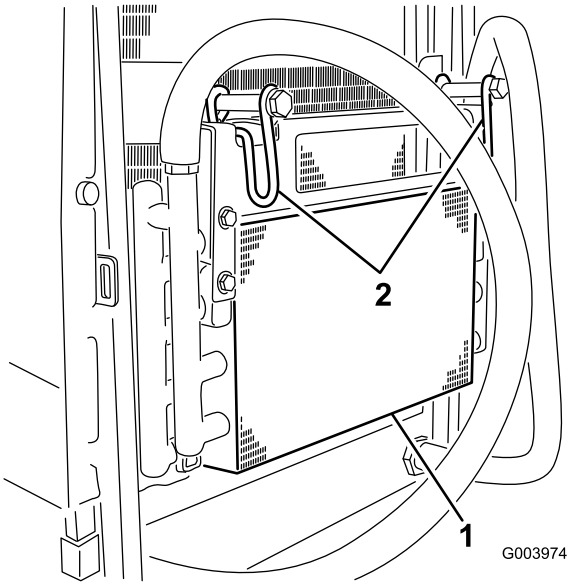

Figuur 49
6. Draai de vergrendeling naar binnen om de oliekoeler los te maken (Figuur 49).